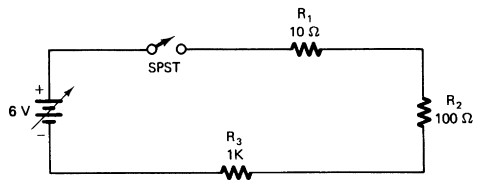

FIGURE 3-5B Circuit with three resistors.
9. Construct the circuit shown in Fig. 3-5B.
12. Compute the power converted by the circuit illustrated in Fig. 3-5B. _____ W.